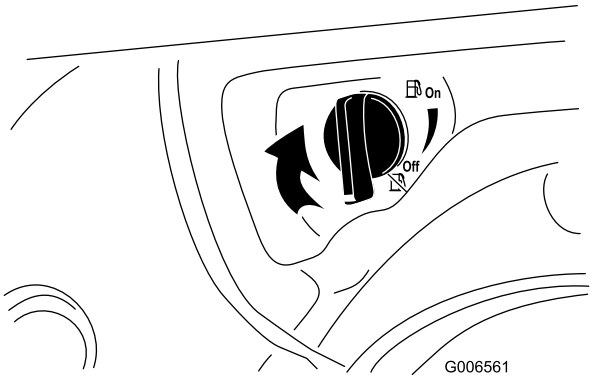

Figur 26
4. Steng drivstoffavstengningsventilen ved å rotere den med klokken (Figur 26).